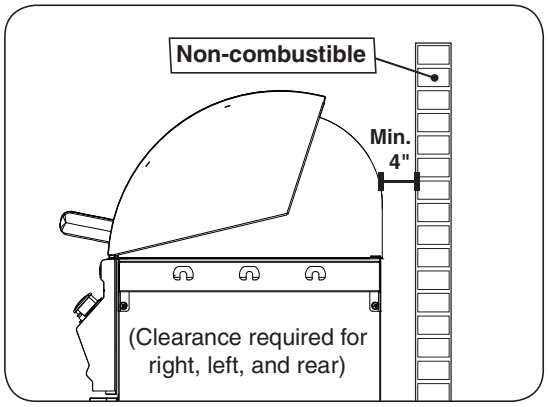

Fig. 10-2 Clearance **'B'** Diagram
B. Clearance between grill and strictly non-combustible wall (*i.e. brick wall, see Fig. 10-2*)